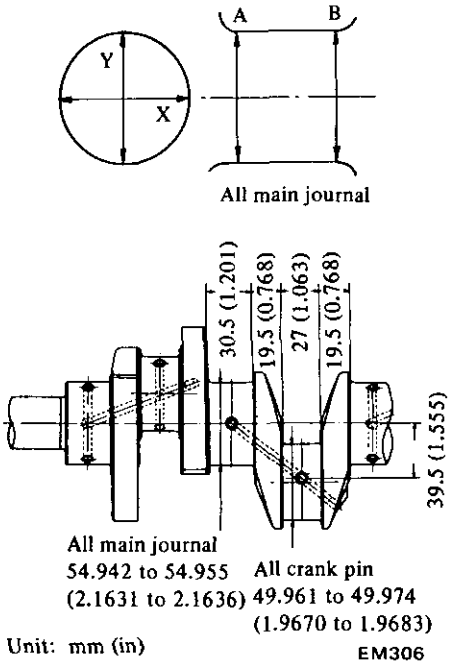

Fig. EM-63 Crankshaft and journal dimensions
2. Check journals and crank pins for taper and out-of-round with a micrometer. Measurement should be taken along journals for taper and around journals for out-of-round. See Figure EM-63 for detailed information.